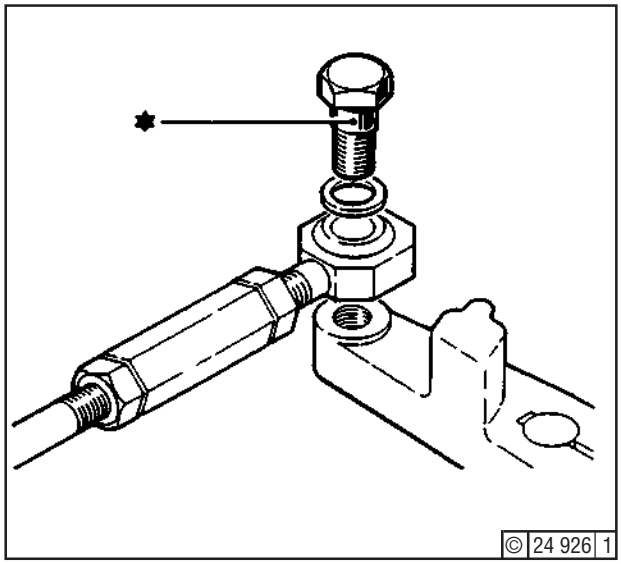

Fig. 4
2. Detach link C1 at point A5 (*) - Fig. 4 -.